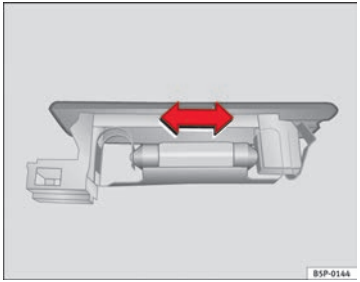

Fig. 167 Luggage compartment light
– Press the bulb sideways and remove it from its housing ⇒ Fig. 167. ■